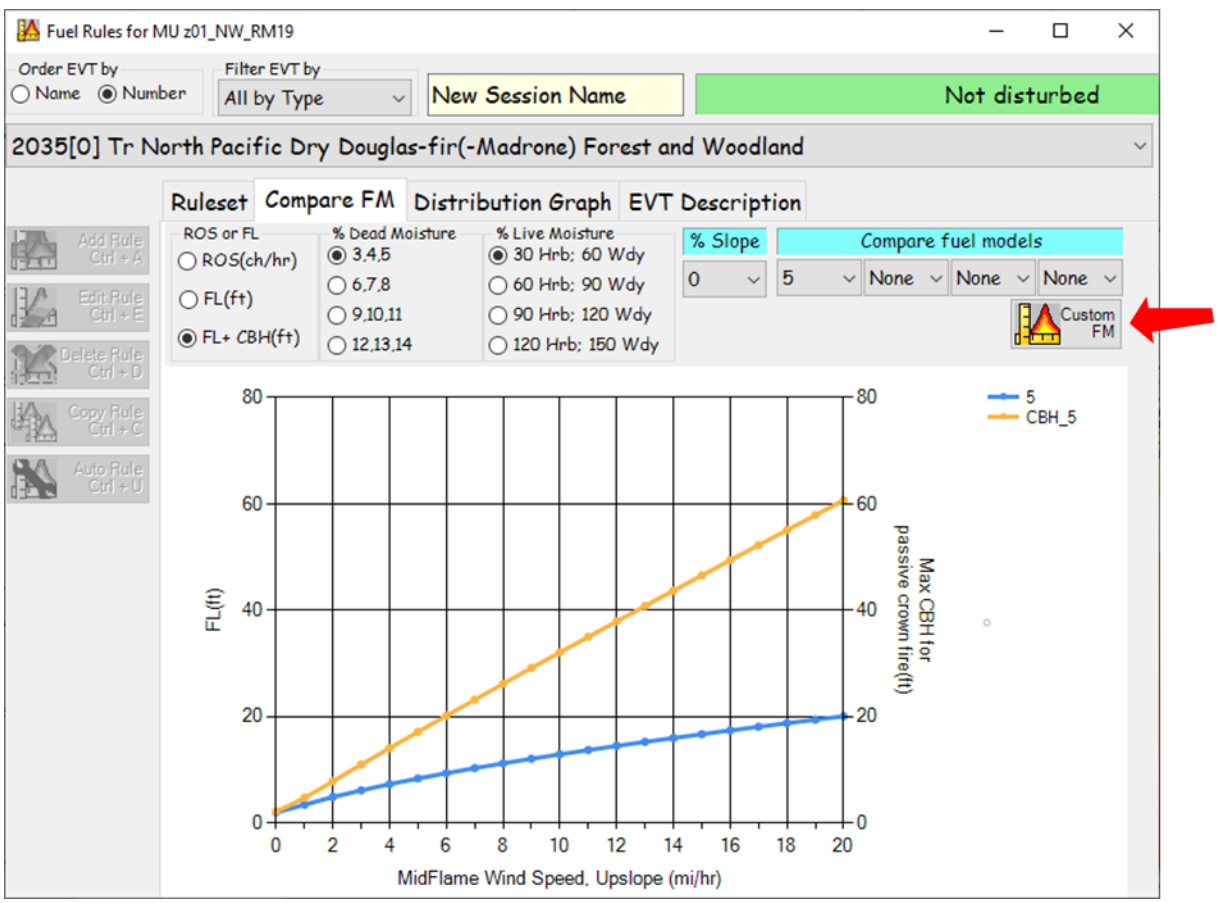

Figure 7-27: ***Fuel Rules*** *screen with* ***Compare FM*** *page displayed.*
This page graphically illustrates fire behavior traits, such as Rate of Spread (**ROS**) and Flame Length (**FL**) for surface fuel models in the FBFM 13 and FBFM 40 systems at various fuel moisture regimes, wind speeds and slope. A graphic display of CBH range that would initiate crown fire behavior at various fuel moisture regimes, wind speeds, and slope is also included (Figure. 7-27).
- This task is accomplished by clicking the **Custom FM** icon shown above (Figure 7-27).